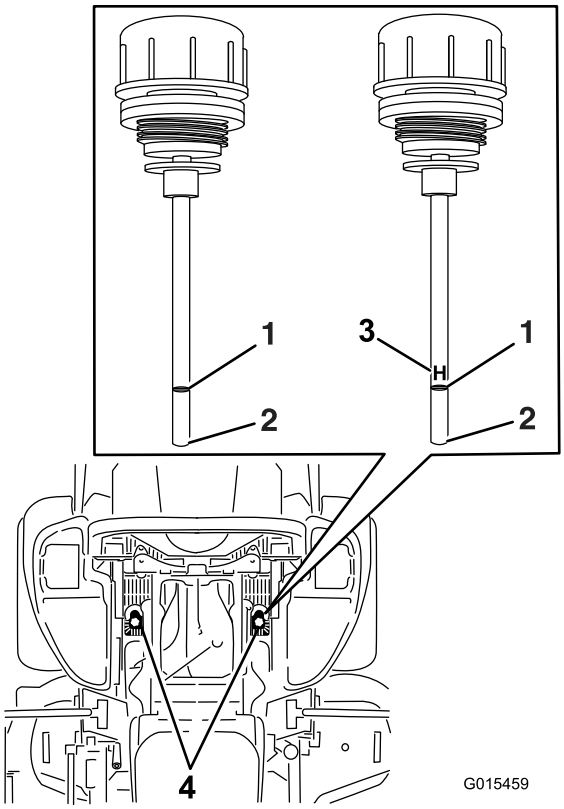

Figur 82
6. Rengør området omkring målepindene i hydrauliksystembeholderne (Figur 82).
7. Tag en målepind ud af hydraulikbeholderen (Figur 82).
9. Tag målepinden ud, og se på enden (Figur 82). Hvis oliestanden er ved påfyldningsmærket, skal der langsomt påfyldes nok olie ned i hydraulikbeholderen til at oliestanden hæves til linjen for fuld eller **H**.